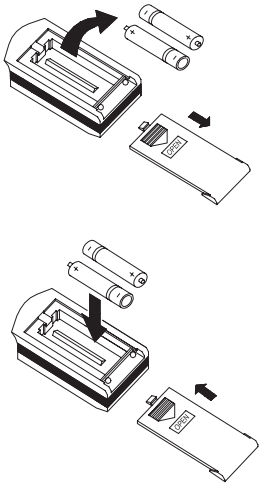

Рис. 5.5
- Для извлечения батареек, при замене, необходимо сдвинуть крышку пульта управления в направлении стрелки (см. рисунок 5.5) извлечь батарейки и установить новые